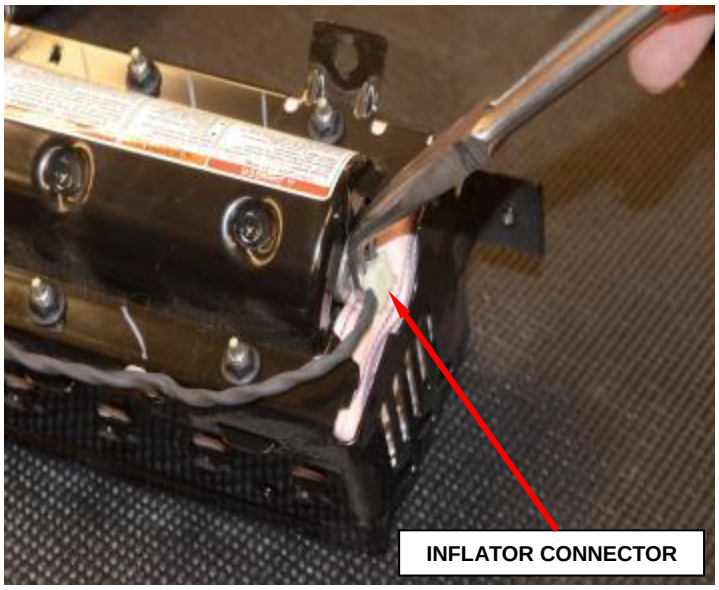

**Figure 29 – Inflator Connector**
c. Disconnect the first inflator connector from the end of the inflator using pliers (Figure 29).